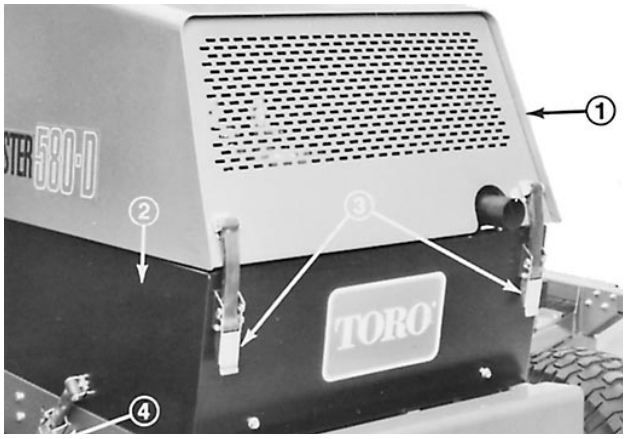

Afbeelding 22
1. Open de motorkap, houd deze met een kapsteun open en verwijder het linkerzijpaneel (Afb. 22).